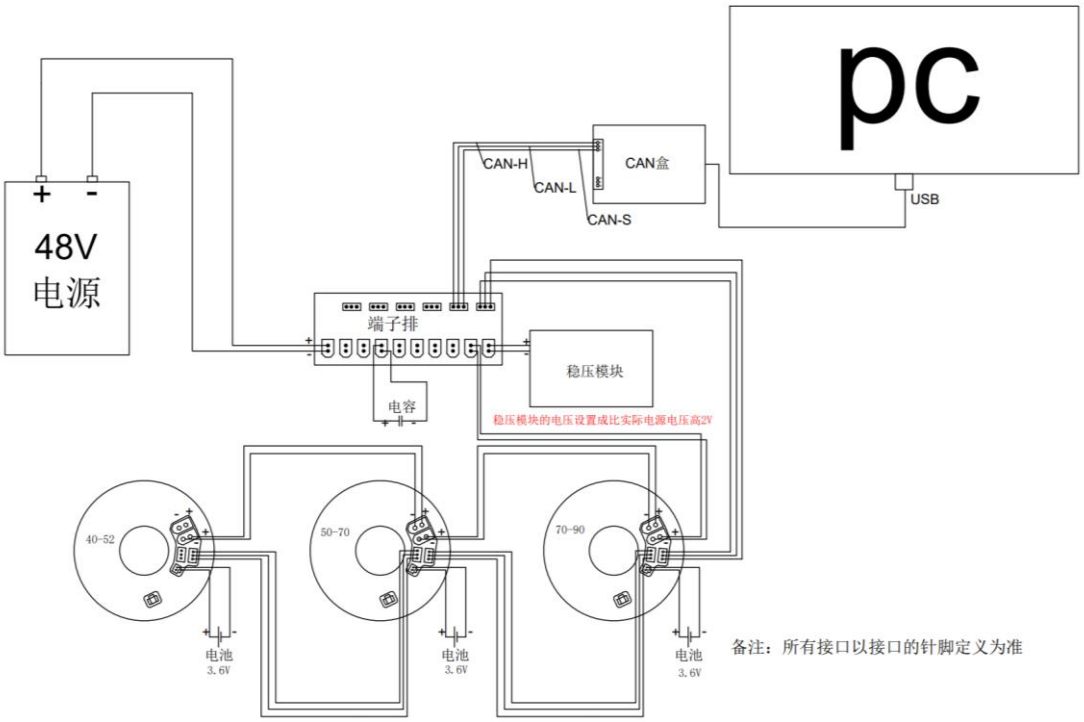

图 7-6　CAN/CANopen 通信接线图
2、如图 7-6，控制器端和末端伺服 CAN 接口各需并联一个 120Ω终端电阻。